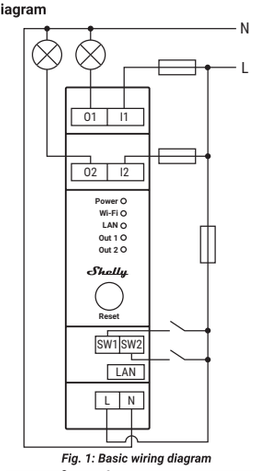

Fig. 1: Basic wiring diagram
1. Connect the N terminal to the Neutral wire and the L terminal to the Device power supply circuit breaker as shown on Fig. 1